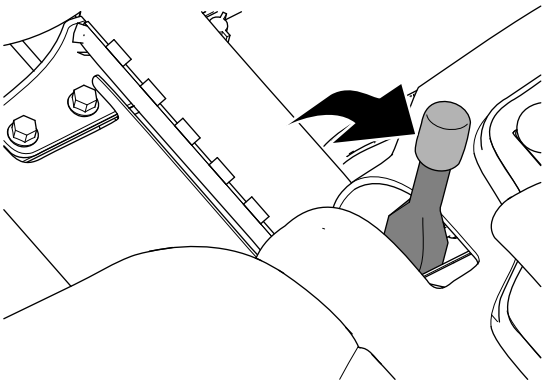

**Figur 28**
2. Koppla in parkeringsbromsen (Figur 28).